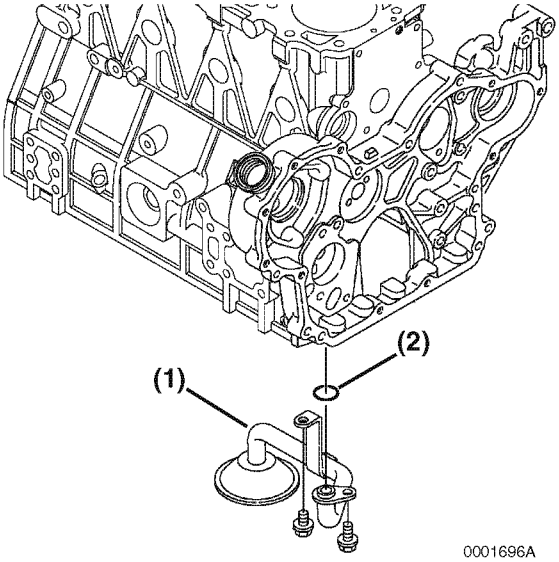

Figure 6-151
1. Reinstall the oil pickup tube **(Figure 6-151, (1))** using a new O-ring **(Figure 6-151, (2)).**